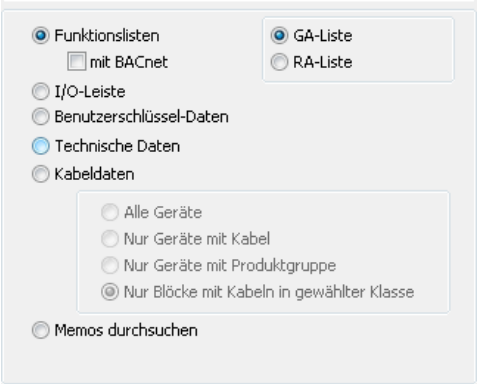

Bild 23.5 – Dialogbox *Global Editieren:* Die Informationsgruppen
- Wählen Sie eine der sechs Informationsgruppen im Gruppenfeld unter der Ebenenwahl (Abb. 23.5).